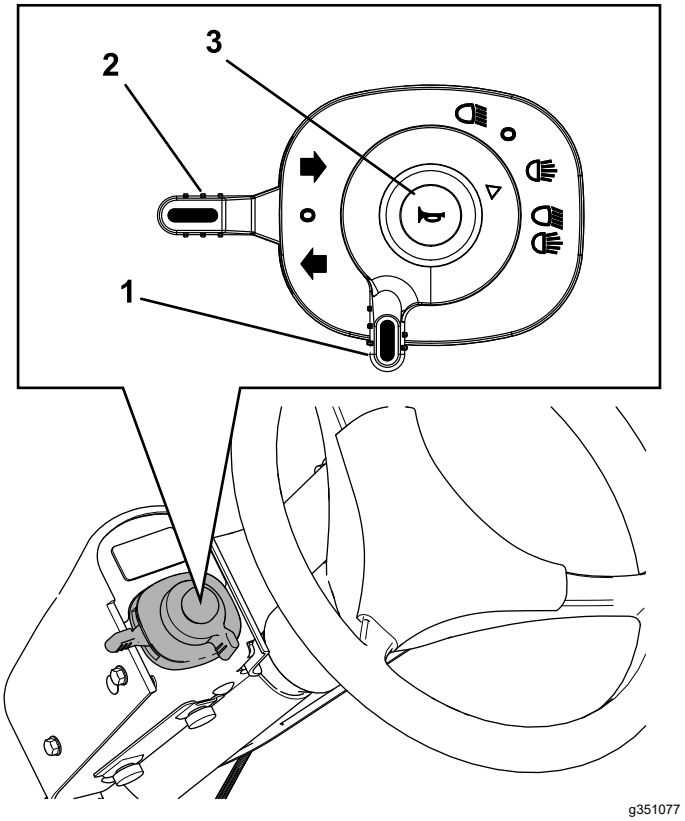
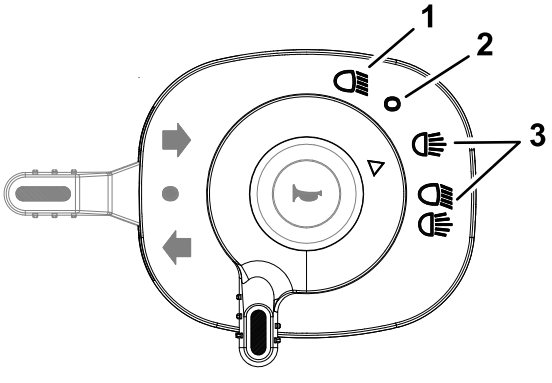

Figur 45
Figur 46
2. Drej lygtekontakten (Figur 45 og Figur 46) til følgende positioner:
- Flyt drejesignalkontakten (Figur 45) op for at signalere et højresving.
Tryk på hornknappen (Figur 45) for at aktivere hornet.